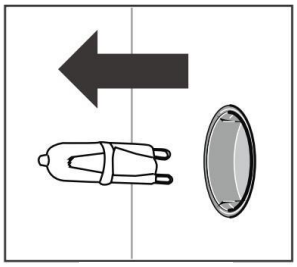

Рисунок 6
3. Снимите лампу и замените ее (рисунок 6).